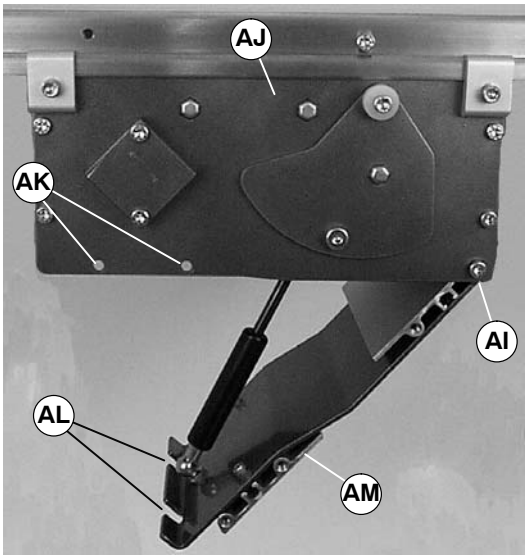

Figure 20
5. Using finger grip holes (AL of Figure 20), open tension door (AM) to release conveyor belt tension.
9. Using finger grip holes (AL of Figure 20), open tension door (AM) to release conveyor belt tension.